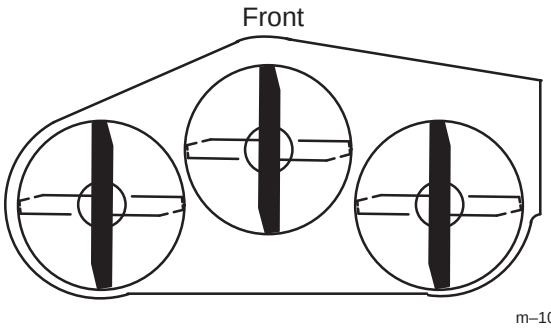

Figure 33
3. Rotate the blades until the ends face forward and backward (Fig. 33). Measure from a level surface to the cutting edge of the blades (Fig. 34). Note this dimension.